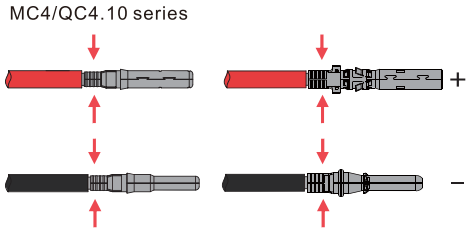

Figure 4.1-2 PV cables to PV connectors
Step 2. Connect PV cables to PV connectors.See Figure 4.1-2.